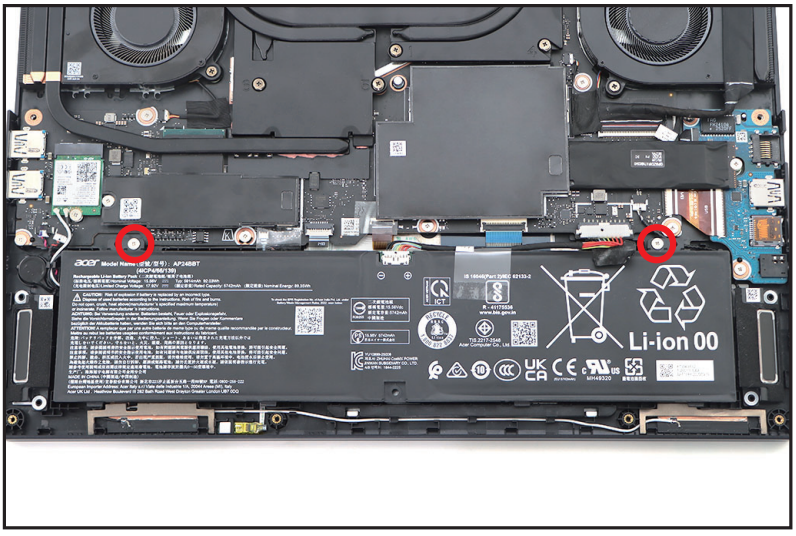

Figure 1-12. Battery Pack Removal
3. Remove two (2) screws from the battery pack (Figure 1-12).